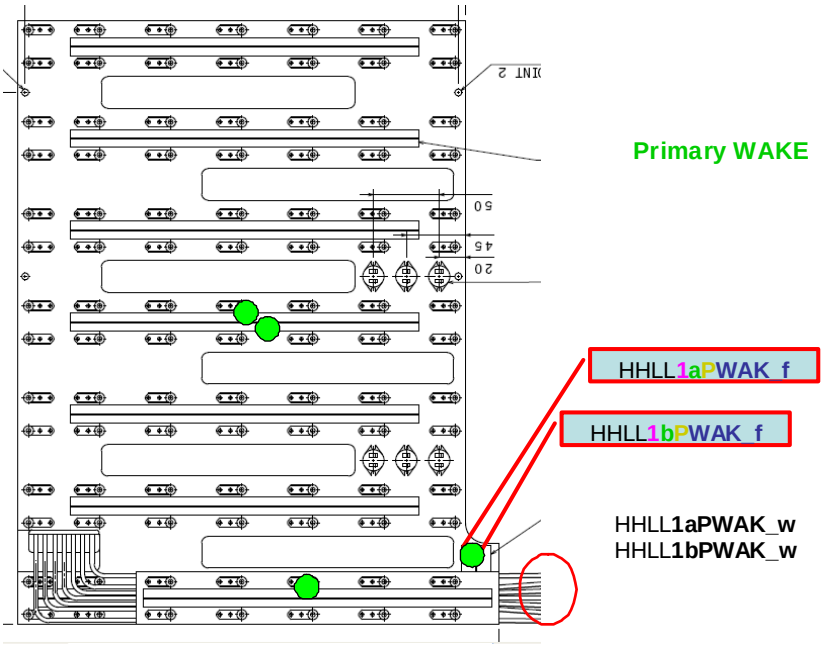

Figure 7-3: Locations of T-sensors
A minimum of 4 T-sensors is needed more T-sensors are allowed. In Figure 7-3 the temperature locations are indicated.
26.	Attach temperature sensors on top of three heaters sections as indicated in Figure 7-3.